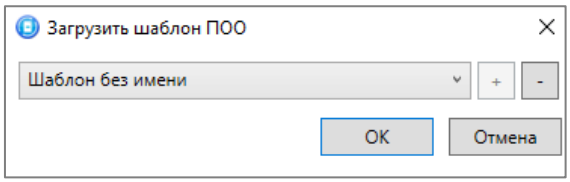

Рисунок 4.47 — Окно *Загрузить шаблон ПОО*
- *Загрузить шаблон настроек:* открытие окна *Загрузить шаблон ПОО* (см. рисунок 4.47), с помощью которого можно сконфигурировать контроллер по предварительно созданному шаблону. Для того чтобы применить шаблон, выберите его в списке и нажмите кнопку *OK*. Для того чтобы удалить один из сохраненных шаблонов, выберите его в списке и нажмите кнопку -.